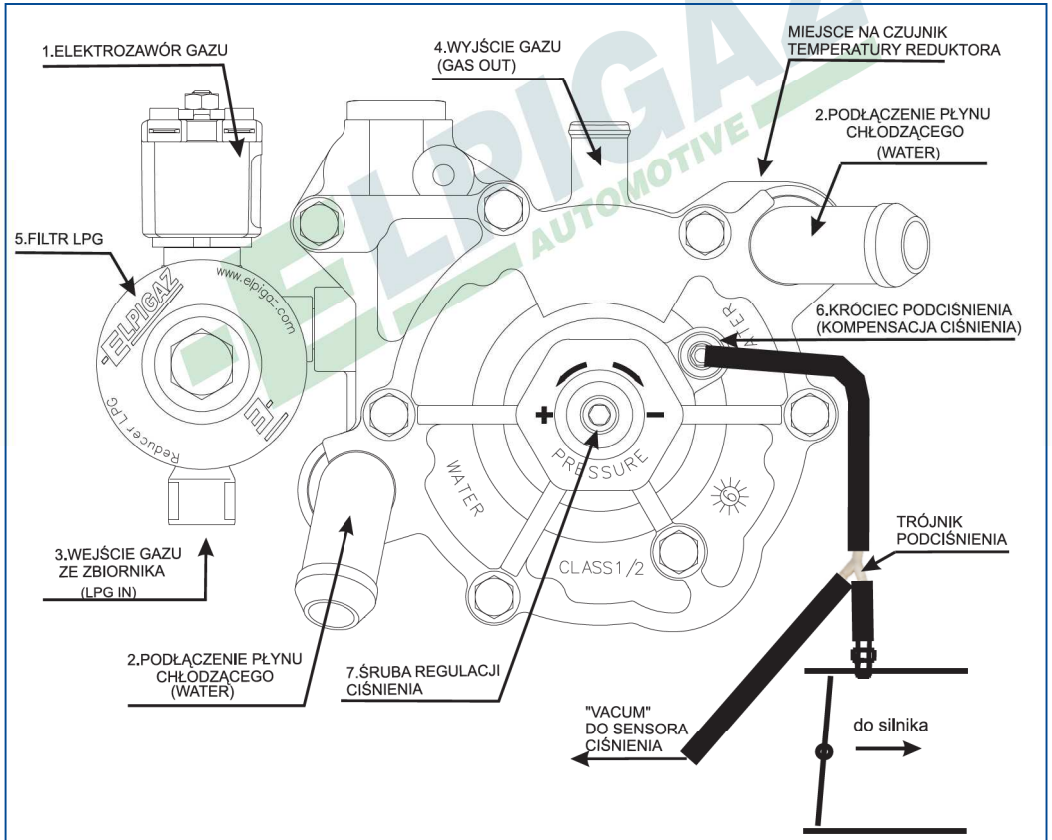

Rys. 2.Podłączenie reduktora Cometa-i wersja 01W.
- ***mocować reduktor tak aby był łatwy dostęp do filtra LPG #5 i śruby regulacyjnej ciśnienia #7 (rys. 2),***
- ***w miarę możliwości instalować z wyjściem gazu (GAS OUT) u góry #4 (rys. 2),***
- podłączyć przewód miedziany D6 lub D8 wysokiego ciśnienia ze zbiornika do gniazda wejścia gazu (LPG IN) #3 rys.2;
- podłączyć przewód niskiego ciśnienia D12 do króćca wyjścia gazu (GAS OUT) # 4 rys. 2;
Reduktor wyposażony jest w śrubę regulacji ciśnienia roboczego #7 rys.2,
3.Po przebiegu 15 tys. km. (nie rzadziej niż raz na 12 miesięcy lub w razie konieczności częściej) należy dokonać serwisu elektrozaworu gazu #1 rys.2.